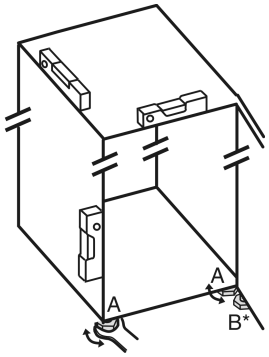

Fig. 6
- ▶ Kierrä säätöjalkoja *Fig. 6 (A)* mukana toimitetulla kiintoavaimella ja vesivaakaa apuna käyttäen ulos, kunnes laite on suunnattu tukevasti vaakatasoon.
- ▶ Kierrä laakerijalustassa olevaa säätöjalkaa *Fig. 6 (B)* mukana toimitetulla kiintoavaimella ulospäin, kunnes se koskettaa lattiaa.
- ▶ Kierrä säätöjalkaa *Fig. 6 (B)* vielä 90°.